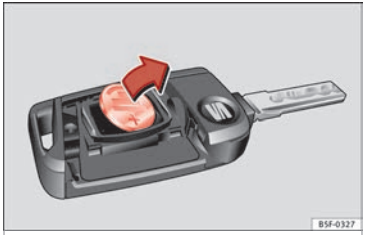

Fig. 134 Vehicle key: removing the battery.
- Extract the battery from the compartment using a suitable thin object »» **Fig. 134**.
- Place the new battery in the compartment as shown »» **Fig. 134**, pressing in the opposite direction to that shown by the arrow »» ❗.